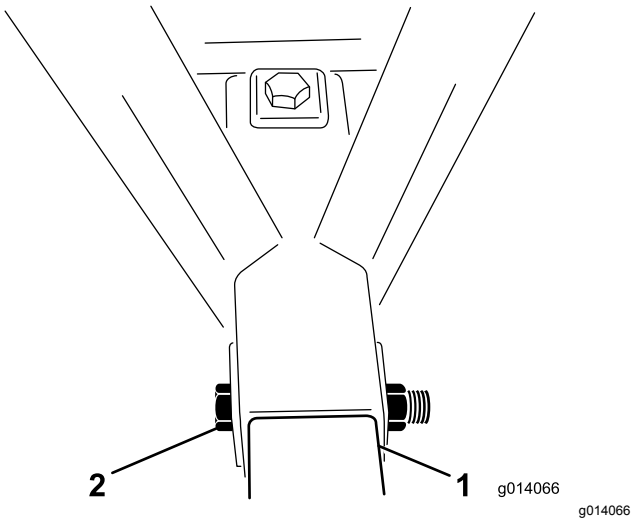

Figuur 4
5. Plaats een bout (1" x 6½") door het frame en de trekhaakbuis en bevestig deze met een borgmoer (Figuur 4). Draai de borgmoer vast met een torsie van 976 tot 1193 N·m.
6. Plaats een bout (1" x 6½") door de bovenkant van het frame en naar beneden door de trekhaakbuis en bevestig deze met een borgmoer (Figuur 4). Draai de borgmoer vast met een torsie van 976 tot 1193 N·m.